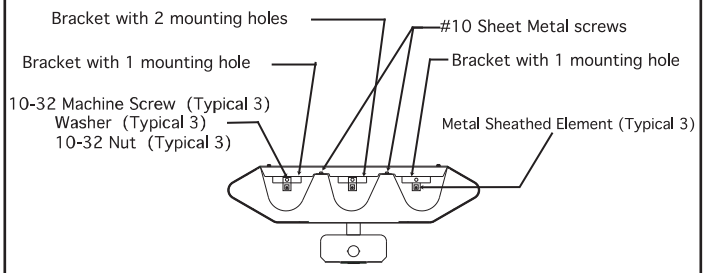

Figure 9
1. Remove terminal cover at each end of fixture to gain access to terminal blocks. Loosen #10 hex nut, then attach one end of element as shown in Figure 8. With one end of element attached to terminal, slide insulator over metal sheath element and attach opposite end of element. Complete assembly as shown in Figure 9 using bracket with one mounting hole (discard brackets with 2 mounting holes).